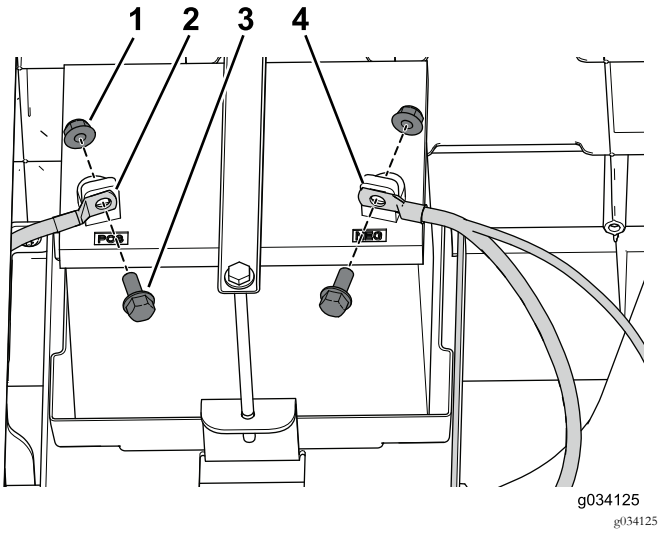

Bild 48
1. Befestigen Sie das Pluskabel (+) mit der Schraube und Mutter an der Anschlussklemme der Batterie (Bild 48).
2. Befestigen Sie das Minuskabel (-) mit der Schraube und Mutter an der Anschlussklemme der Batterie (Bild 48).